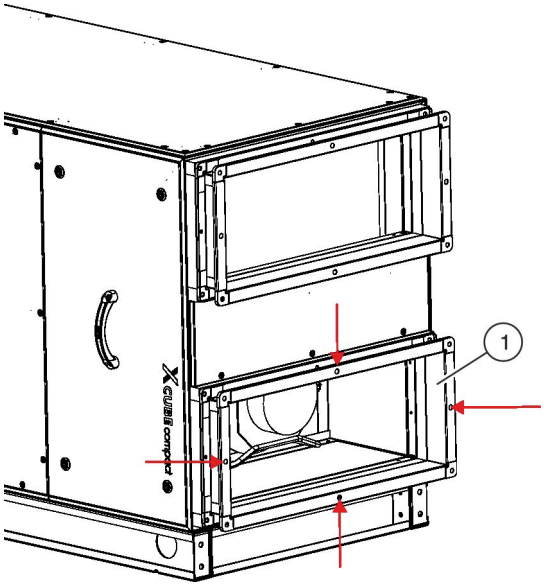

Abb. 20: Demontage Dämmstutzen
- Vier Innensechskantschrauben (M6×50) (Abb. 20 /rote Pfeile) an dem Dämmstutzen herausschrauben und den Dämmstutzen (Abb. 20 /1) herunternehmen.